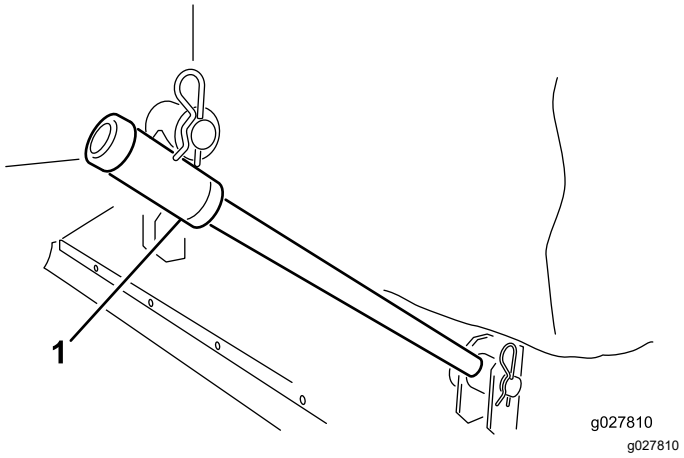

Figur 2
2. Skub trækarmene på rammetappene. Fastgør hver trækarm til rammetappen med en spændeskive og låseclips (Figur 2).